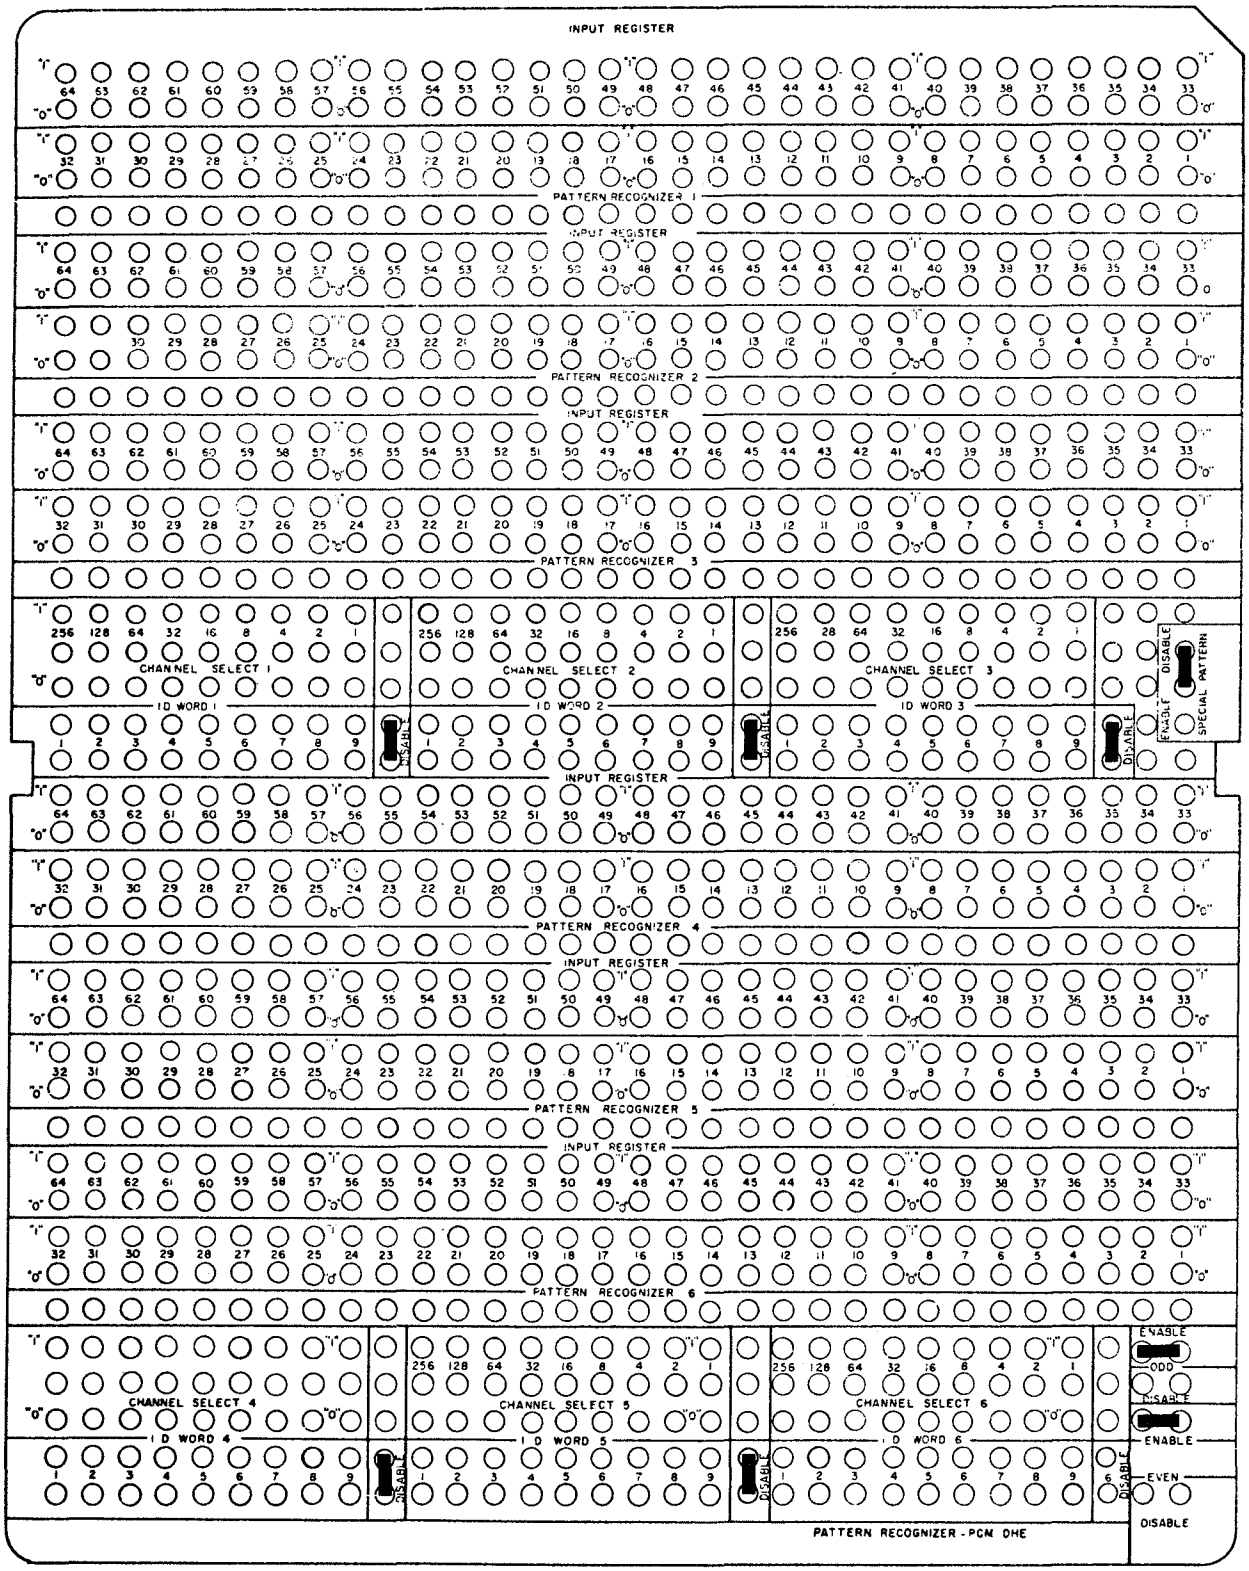

Figure B-1. Magnavox PCM DHE Pattern Recognizer Configuration
(3) Magnavox PCM DHE Configuration. The patchboard configurations of the Magnavox equipment are presented in figures B-1 through B-3. The details are as follows: